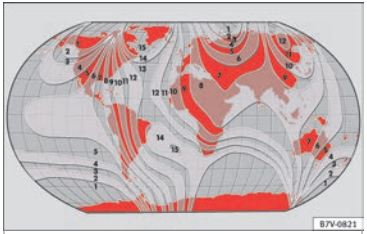

Fig. 120 Magnetic zones
- Select the magnetic zone corresponding to the position of the vehicle »» Fig. 120.